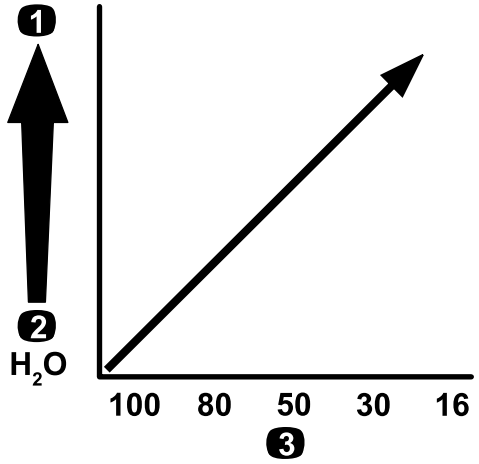

**Figur 20**
***Viktigt:*** **När du sprutar med kemiska produkter med högre viskositet (tjockare) eller lösningar med slampulver kan du behöva använda ett grövre skärmnät för tryckfiltertillvalet. Se Figur 20.**